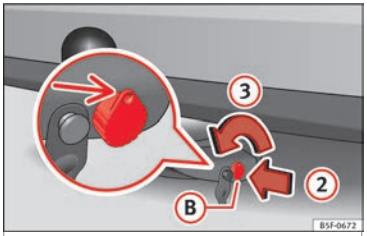

Fig. 222 Releasing the lock.
- Insert key (B) into the lock in the direction of arrow (2) ››› Fig. 222.
- Turn the key in the direction of arrow (3) until the part of the key with the holes is facing upwards.